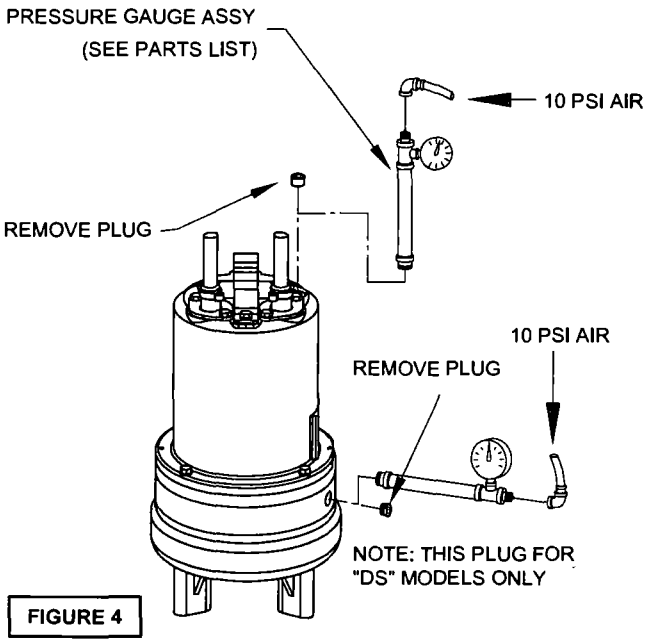

FIGURE 4
Pumps that have been disassembled, Motor Housing - If the pump has been disassembled, the oil should be drained before a pressure test, as described in section F-1.1 Remove pipe plug (39) from motor housing (6). Apply pipe sealant to pressure gauge assembly and tighten into hole (See Figure 4) Pressurize motor housing to 10 P.S.I. Use soap solution around the sealed areas and inspect joints for "air bubbles". If, after five minutes, the pressure is still holding constant, and no "bubbles" are observed, slowly bleed the pressure and remove the gauge assembly. Replace oil as described in section F-1.4. If the pressure does not hold, then the leak must be located and repaired.
Pumps that have NOT been disassembled, Motor Housing - The pressure test may be done with the oil at its normal level. Remove pipe plug (39) from motor housing (6). Apply pipe sealant to pressure gauge assembly and tighten into hole (see Figure 4). Pressurize motor housing to 10 P S.I. Use soap solution around the sealed areas above the oil level and inspect joints for "air bubbles" For sealed areas below the oil level, leaks will seep oil